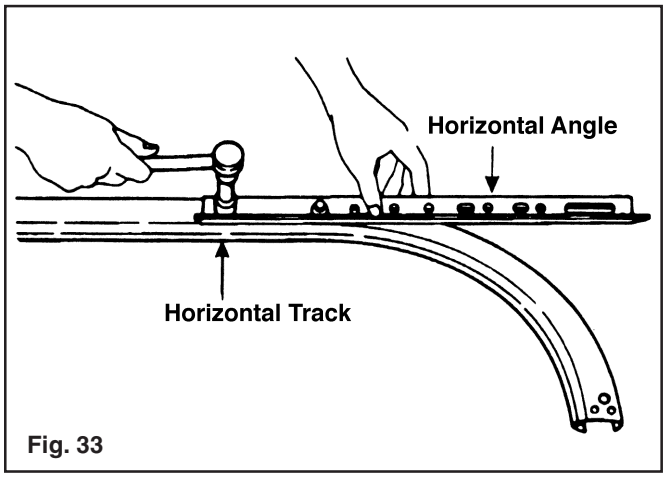

Fig. 33
**Step 4:** Fasten the horizontal angle to the horizontal (curved) track with two 1/4" x 5/8" track bolts and 1/4" flange nuts so that the heads of the track bolts are on the inside of the track. On some doors this angle may be 82" long and will require three additional fasteners per side. If the angle has been pre-assembled, skip Step 4 and proceed with Step 5. (FIG. 33)